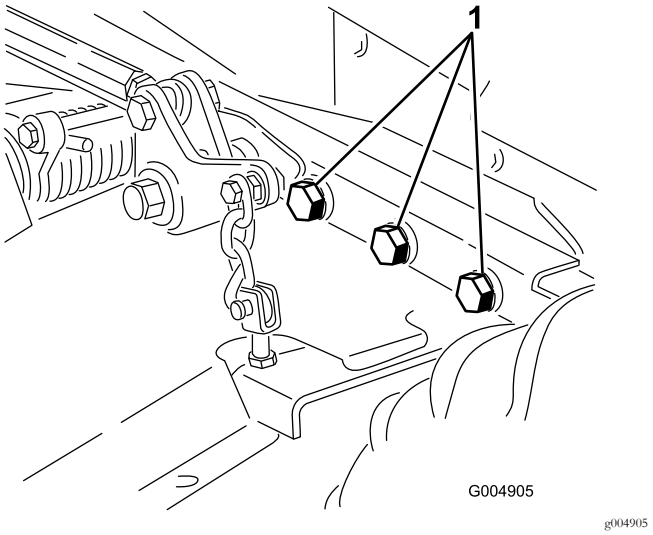

Rysunek 63
4. Sprawdź i prawidłowo dokręć luźne mocowania. Dokręć 6 śrub mocujących ramę podwozia kosiarki do jednostki jezdnej (Rysunek 63) momentem 359 N ·m.